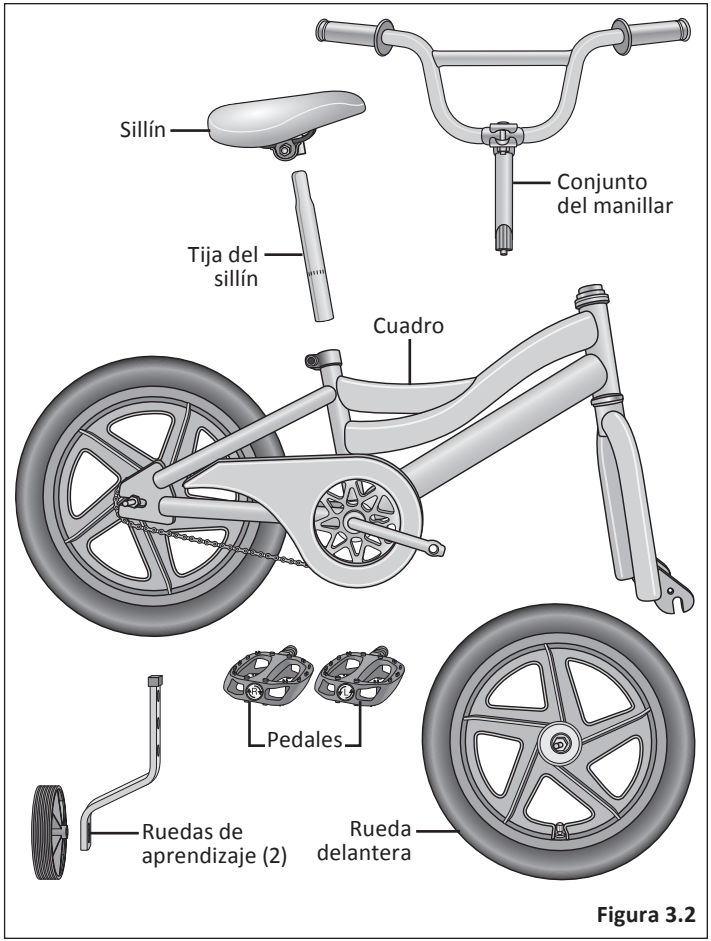

Figura 3.2
1. Abra la caja por arriba y saque la bicicleta. **Figura 3.2**